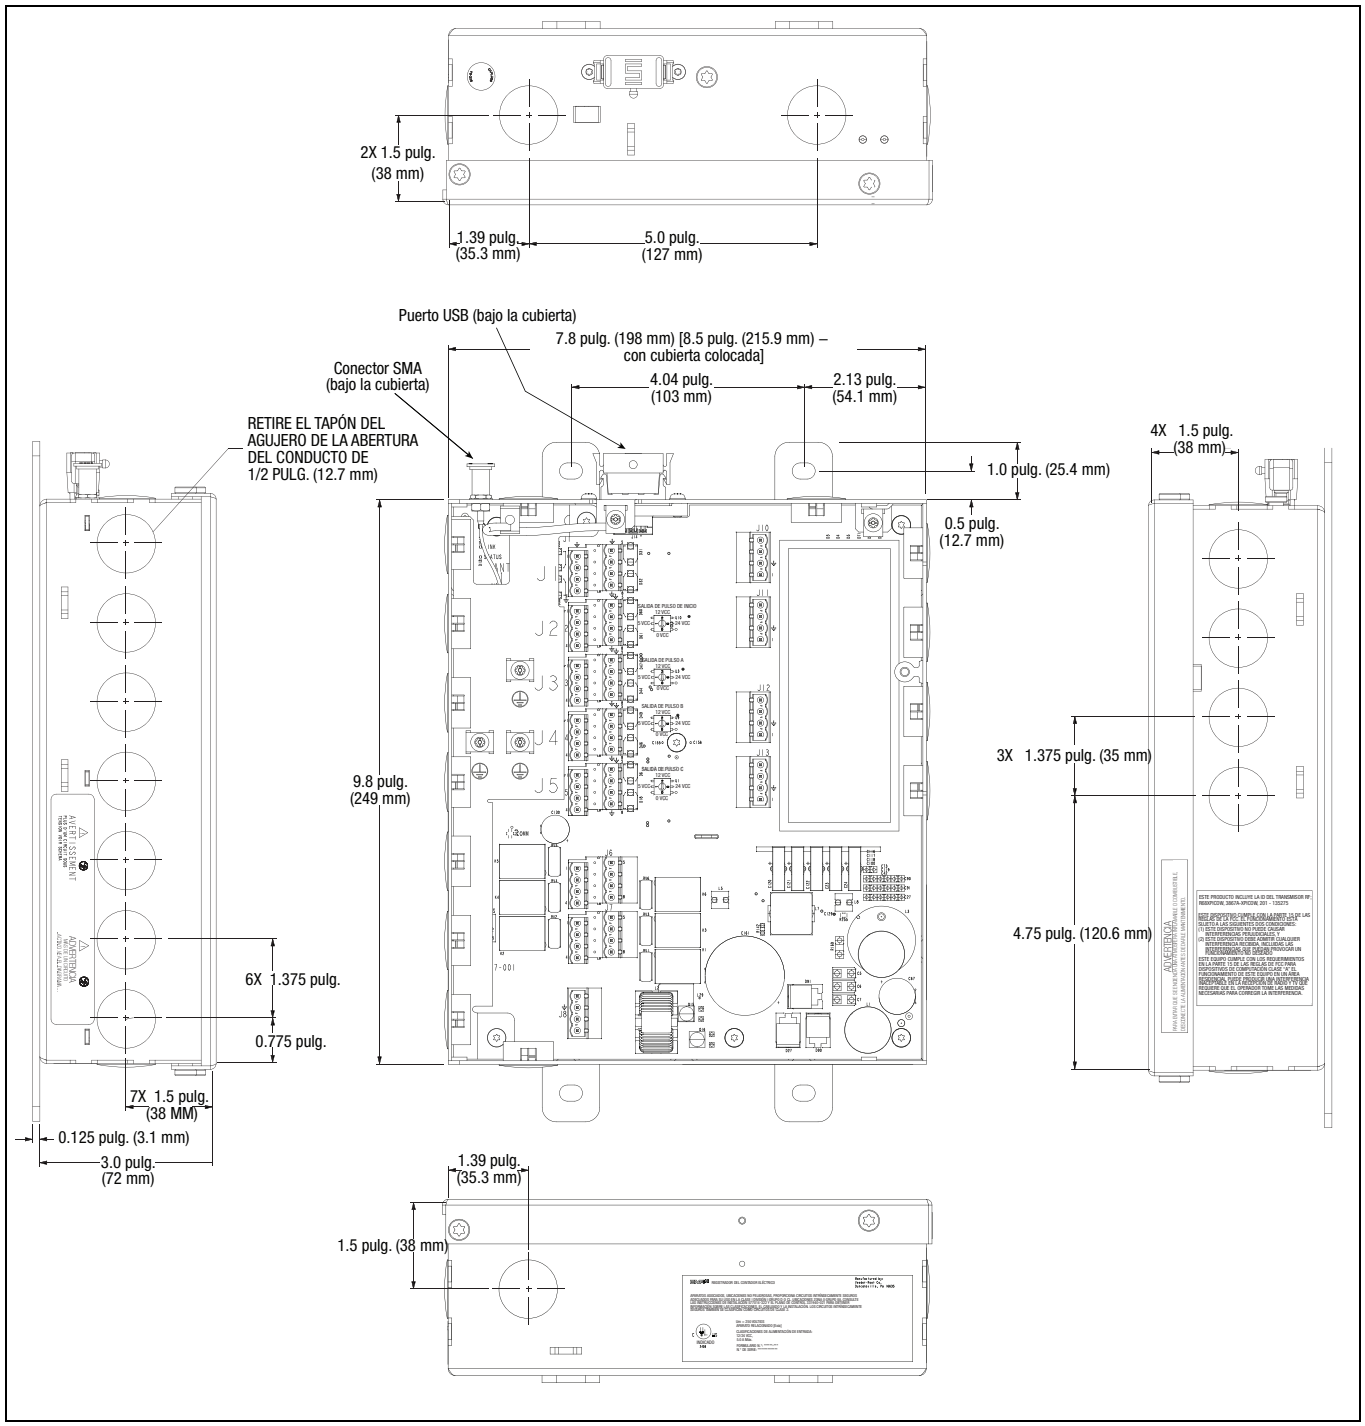

Figura 21. Dimensiones físicas de la caja de interconexión (se muestran sin cubierta)
1. Las dimensiones físicas de la caja de interconexión (IB) se muestran en la Figura 21. La caja de interconexión se instala en la cabina del camión, ya sea debajo del asiento, montada en la pared interna de la cabina, montada del lado del pasajero en la caseta de los camiones con cabina sobre el motor o montados en un soporte hecho a la medida que también puede soportar la impresora opcional. Utilice cuatro pernos de 3/16 pulg. (4 mm) para montar la IB a la superficie de montaje. En caso se tenga acceso limitado, la cubierta frontal de la IB se puede retirar completamente en lugar de que gire para abrirse, esto se puede hacer retirando los cuatro tornillos n.° 15. Coloque las bobinas de cable que sobren debajo del asiento o sujételas al soporte de montaje de la IB.